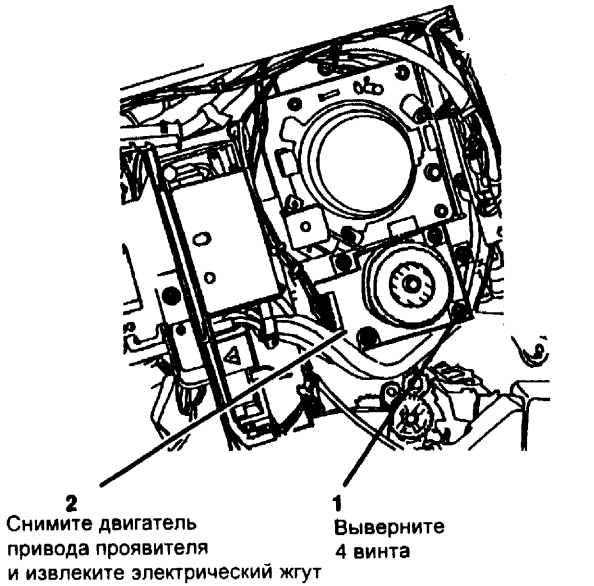

Рис. 2 Снятие двигателя привода проявителя
4. (Рис. 2) Снимите двигатель привода проявителя